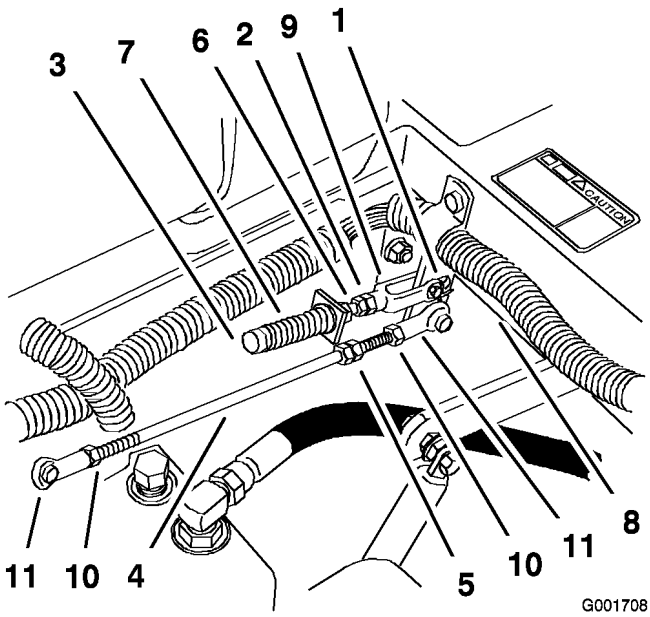

Figur 66
1. Lossa låsmuttrarna på kullederna på pumpens reglerstav (Figur 66).
3. Justera pumpstavslängden genom att vrida dubbelmuttrarna på staven i lämplig riktning tills hjulet står stilla eller långsamt roterar bakåt (Figur 66).
6. Dra åt låsmuttrarna vid kullederna (Figur 66).